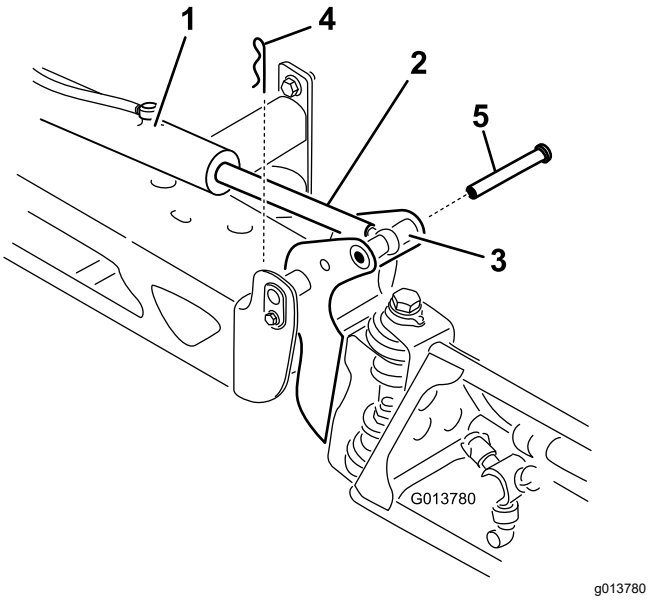

Figure 118
2. Remove the cotter pin from the pivot pin (Figure 118).
3. Lift up on the boom and remove the pin (Figure 118), and slowly lower the boom to the ground.
9. While holding the boom, insert the pin through both boom pivot and rod end (Figure 118).